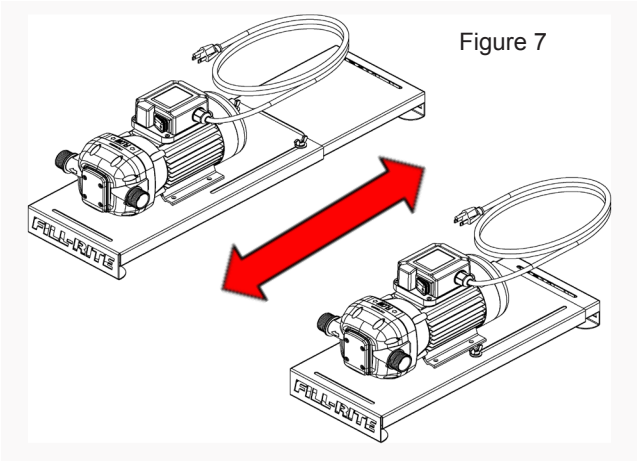

Figure 7
1. Pour ajuster l'ensemble pour fût en fonction de la taille du fût (114 à 208 litres [30 à 55 gallons]), desserrer les écrous à oreilles et faire coulisser le plateau comme il se doit pour le diamètre du fût (Figure 7).